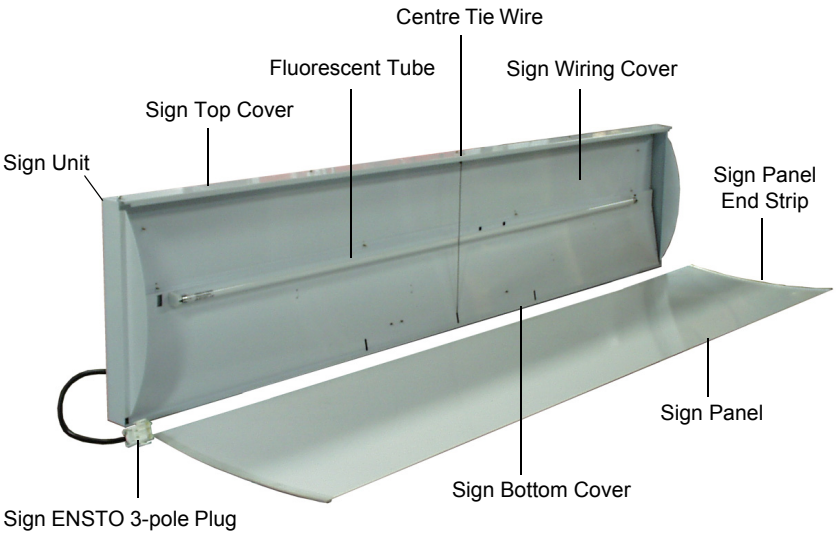

Figure 13: Sign Unit (with sign panel removed)
5. The fluorescent tube can now be accessed for replacement (see figure 13, page 29).
4. Remove the centre tie wire (see figure 13, page 29).